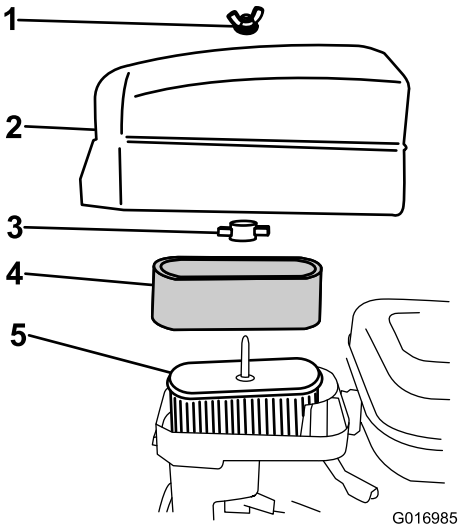

Figur 29
4. Hvis skumelementet er skittent, fjerner du det fra papirelementet (Figur 29) og rengjør det grundig, som følger: